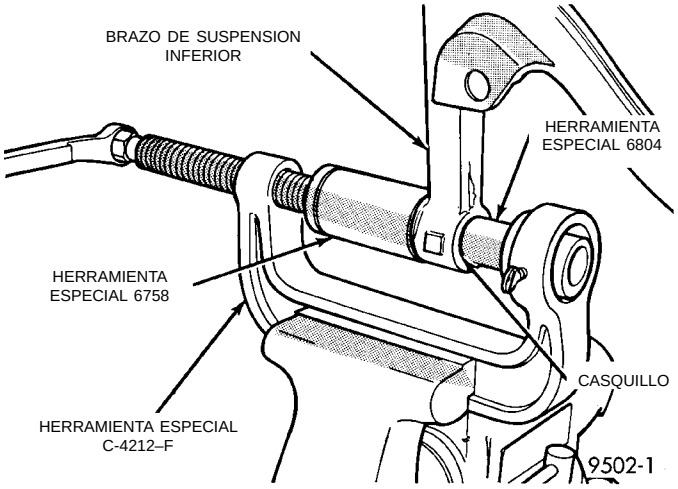

Fig. 72 Desmontaje del casquillo delantero del brazo de suspensión inferior
(3) Instale el brazo de suspensión inferior en las Herramientas especiales ensambladas para el desmontaje del casquillo aislante delantero como lo muestra la (Fig. 72). Asegúrese de que la Herramienta especial 6758 esté perpendicular sobre el brazo de suspensión inferior y que la Herramienta especial 6804 se emplace correctamente en el casquillo aislante.